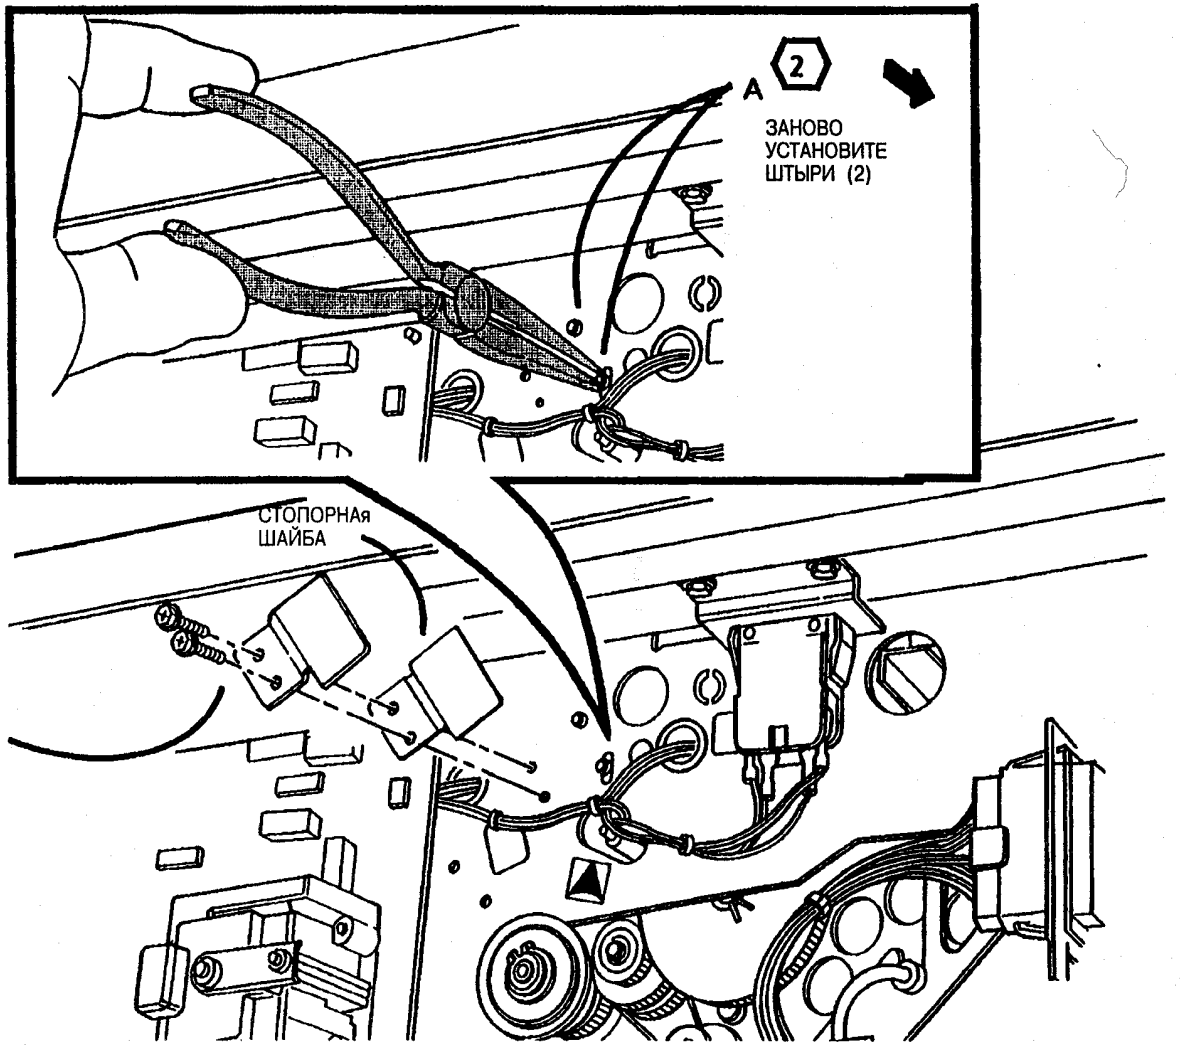

Рис. 4. Заново установите штыри и фиксаторный зажим
4. (Рис.4): Удалите рефлектор.
2. (Рис. 4). Заново установите штыри и фиксаторные зажимы.